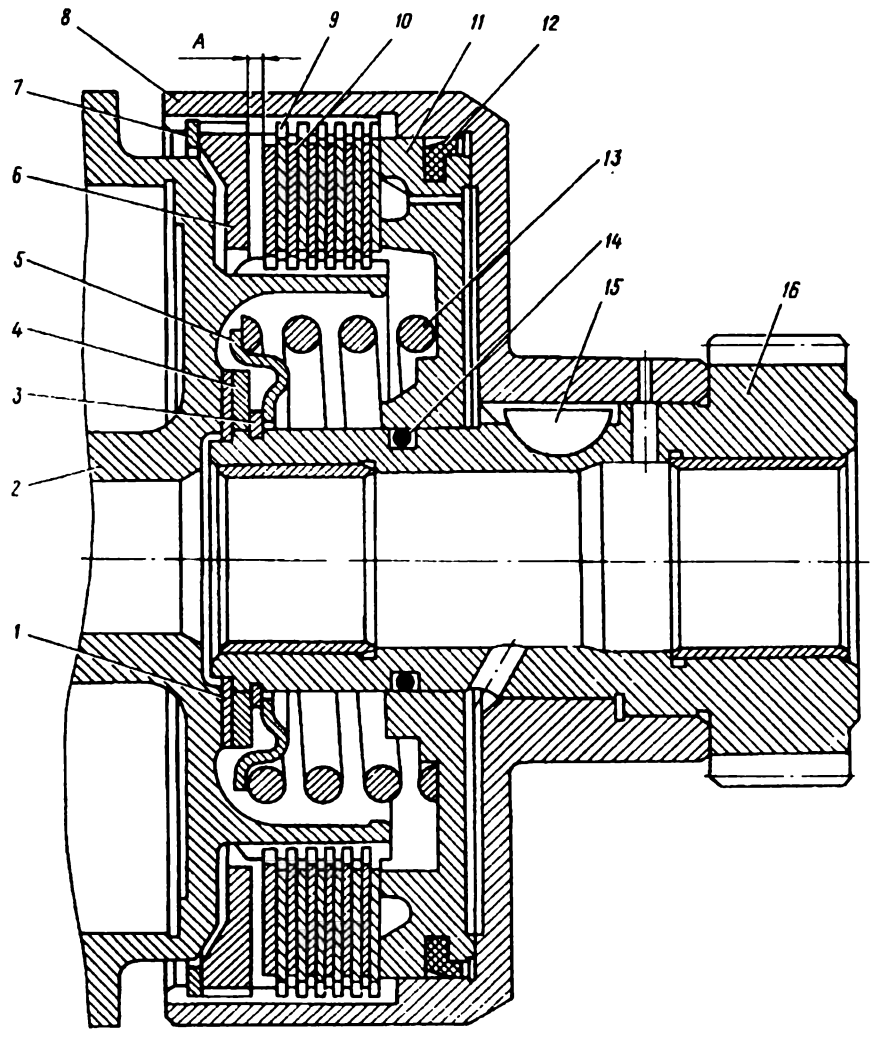

Рис. 101. Второе сцепление:
1. Снимите стопорное кольцо *7* (рис. 101) и упорный диск *6*.
При сборке с помощью приспособления 24-У-106428 подберите пакет последовательно чередующихся шести стальных дисков и шести дисков с металлокерамической накладкой, чтобы осевой зазор „А" (рис. 101) в сцеплении (расстояние от края бурта барабана, в который упирается упорный диск до крайнего диска) был бы равен 1,7—2 мм. Указанный размер обеспечьте подбором ведомых дисков с металлокерамической накладкой, которые выпускаются толщиной 1,5, 1,7 и 2 мм. Диски в пакете располагать так, чтобы с поршнем соприкасался стальной диск.